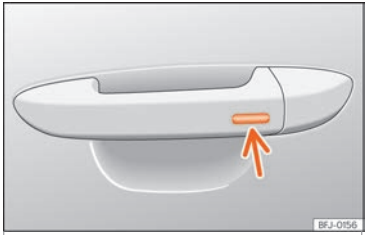

Fig. 106 Door handle: sensor surface.
- Press and hold the locking sensor surface ››› Fig. 106 (arrow) on the door handle to close the sunroof. If you release the sensor surface, the closing movement stops.